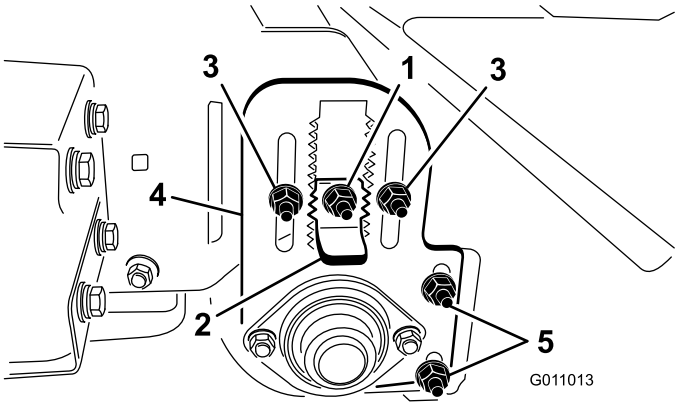

Figur 20
3. Løsn låsemøtrikken på højdejusteringsrigelen (Figur 20), så den kan trækkes ca. 13 mm ud.
4. Løsn møtrikkerne til justering af rullens højde (Figur 20).
5. Træk højdejusteringsrigelen ud, og flyt den bageste rulle op eller ned ved at indstille højdejusteringspladen til den ønskede højde (Figur 20).
Kontroller og sørg for, at rulleskraberen (Figur 20) er justeret med en frihøjde på 2 mm mellem skraberen og rullen. Løsn justeringsmøtrikkerne til rulleskraberen, placer rullen i den ønskede position, og stram møtrikkerne.